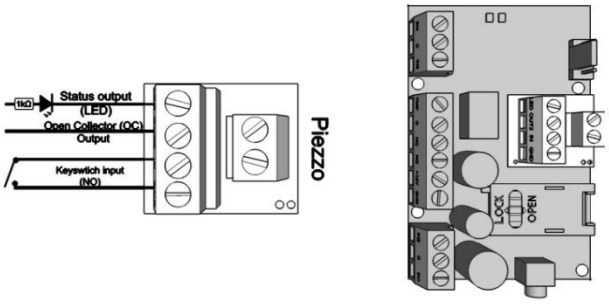

Figure 7. Alarm center expansion card wiring diagram
- Das Erweiterungsmodul wird gemäß der Position in Abbildung 7 an den Steckplatz neben dem Programmieranschluss angeschlossen.